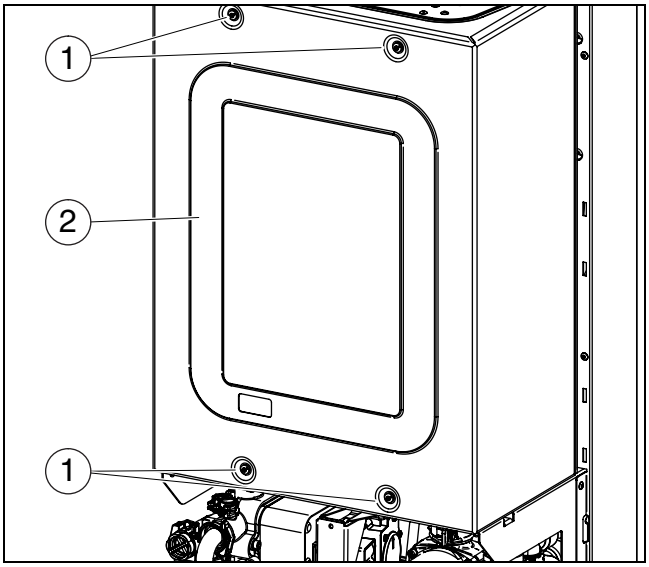

*Fig. 56 Ouvrir le caisson d'air*
- Dévisser les 4 vis (→ fig. 56, [1]) et retirer le couvercle de caisson [2].